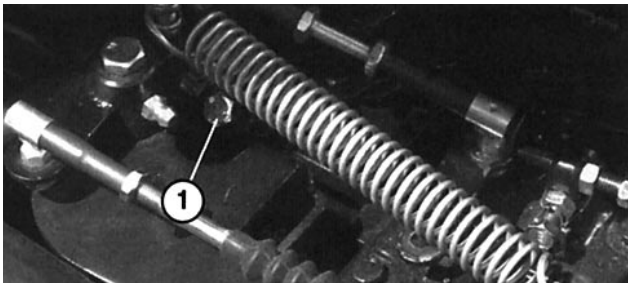

Fig. 13
3. Aprire la vite di spurgo dell'aria sulla pompa di iniezione del carburante (Fig. 13) con una chiave da 10 mm.